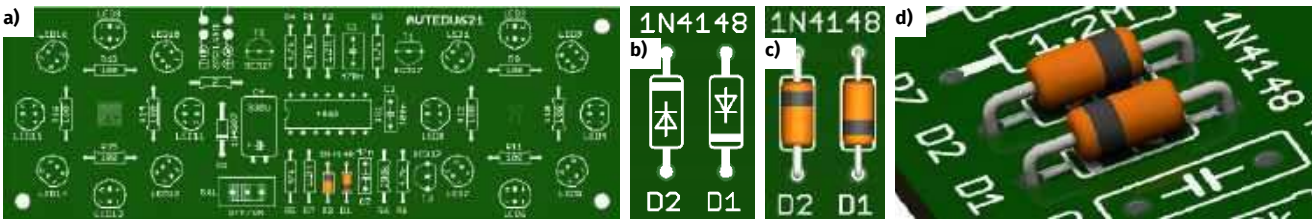

Rysunek 4. a) lokalizacja diod sygnałowych na płytce; b), c), d) poprawny montaż tych elementów z uwzględnieniem kierunku
- Zegnij wyprowadzenia diody i umieść ją w płytce (**rysunek 4**) w miejscu oznaczonym właściwym desygnatorem, pamiętając o zachowaniu jej orientacji (patrz wyżej).